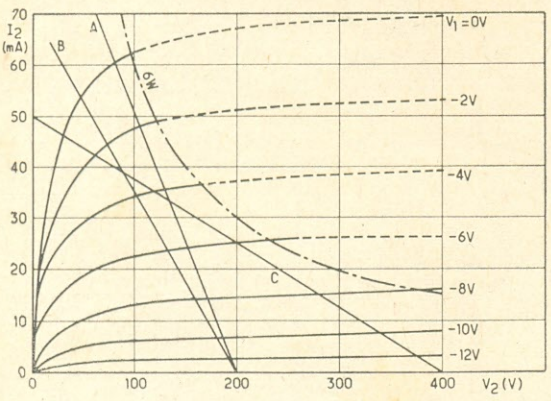

FIG. 19 — Traçado de retas de carga sobre a família de características de um pentodo, para uma carga ôhmica pura (A e B) e uma carga fictícia (C).
Com auxílio desta relação, e conhecidas V_A e R_L, podemos traçar sobre uma família de curvas, uma reta, denominada **reta de carga** (Fig. 19), que representa todas as combinações de pares de valores para v_2 e i_2, que são possíveis.
A solução consiste em traçar, a partir do ponto $V_2 = V_A$ (por exemplo, $V_2 = 200$ V para as retas A e B da Fig. 19), uma primeira reta (A), que tem todos os seus pontos situados à esquerda da hipérbole de dissipação máxima. Esta reta tem uma declividade correspondente a $R_L = 2\ k\Omega$. Traçamos, em seguida, uma segunda reta B e verificamos se ela corresponde, ou não, a melhores condições de linearidade ou de potência.
A reta de carga, então, pode ser traçada agora de modo que seja tangente à hipérbole de dissipação máxima (descontada certa margem de reserva), nas vizinhanças de $V_2 = 200$ V. A reta C da Fig. 19 corresponde a essas condições, mas constitui apenas uma primeira aproximação: alterando ligeiramente a sua orientação, verificaremos se o comportamento, no tocante a linearidade e potência de saída, melhora ou não.
A curva B da Fig. 20 representa a característica dinâmica deduzida da reta de carga C. Considerando como suficientemente linear a seção dessa curva delimitada pelos valores de V_1 de — 2 V e — 10 V, obtemos uma tensão de saída de 280 V p-p, ou seja, uma potência eficaz de $280^2/8\ R_L = 1{,}2$ W, para $R_L = 8$ kΩ, de acordo com a declividade da reta de carga C (Fig. 19).
Esta tensão é a fração da tensão de alimentação não utilizada na amplificação, isto é, a que, no caso particular da Fig. 19, corresponde ao valor instantâneo menos negativo de V_1, ou seja, 0 V para a reta A, e — 2 V para a reta C.